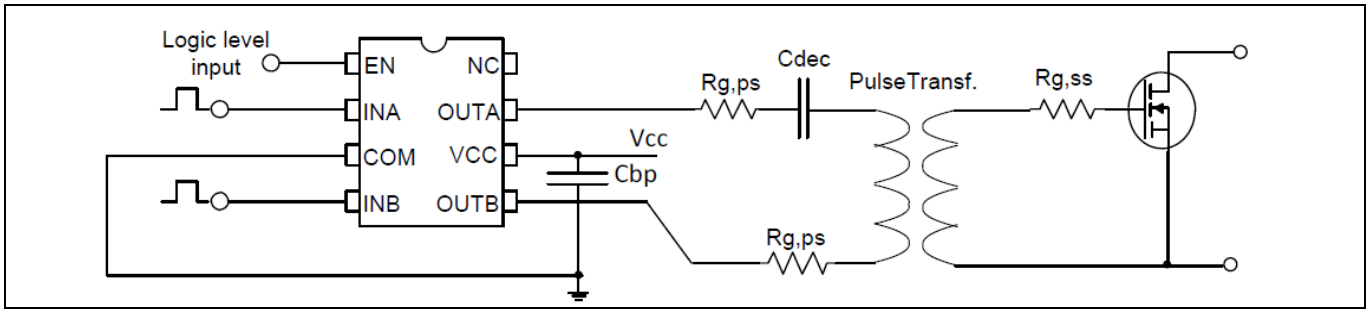

图 5 桥接式栅极驱动器配置
这是一种流行配置，允许使用低边栅极驱动器来驱动高边 FET，图 5 显示单个 FET 驱动的典型示意图：
- V*µs 额定值：**必须考虑这一系数，在双极**驱动应用**(如图 5 所示)的最大**值是该参数的两倍，**大多数制造商仍然可以接受**，这个**系数必须**根据下面的公式选择：